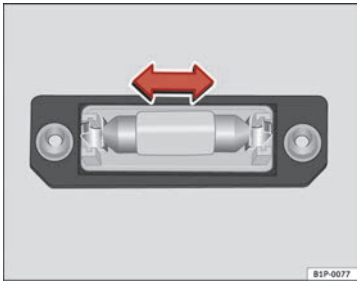

Fig. 238 Number plate light
– Remove the bulb, moving it in the direction of the arrow and outwards ⇒ fig. 238.